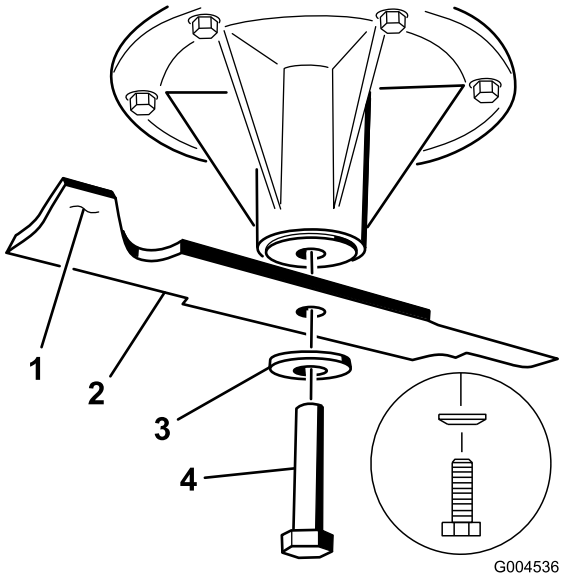

Figur 78
2. Fjern knivbolten, den buede skive og skærekniven fra spindelakslen (Figur 78).
3. Hvis kniven ikke er afbalanceret, skal der slibes lidt mere metal af sejlområdet (Figur 78).